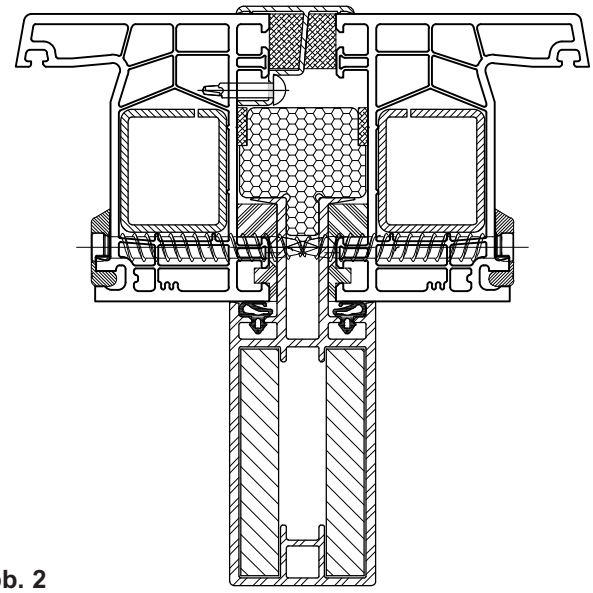

Abb. 2
8. Verschrauben Sie durch den Rahmen in die Kopplung mit Montageschrauben 7,5 mm (Abb. 2).